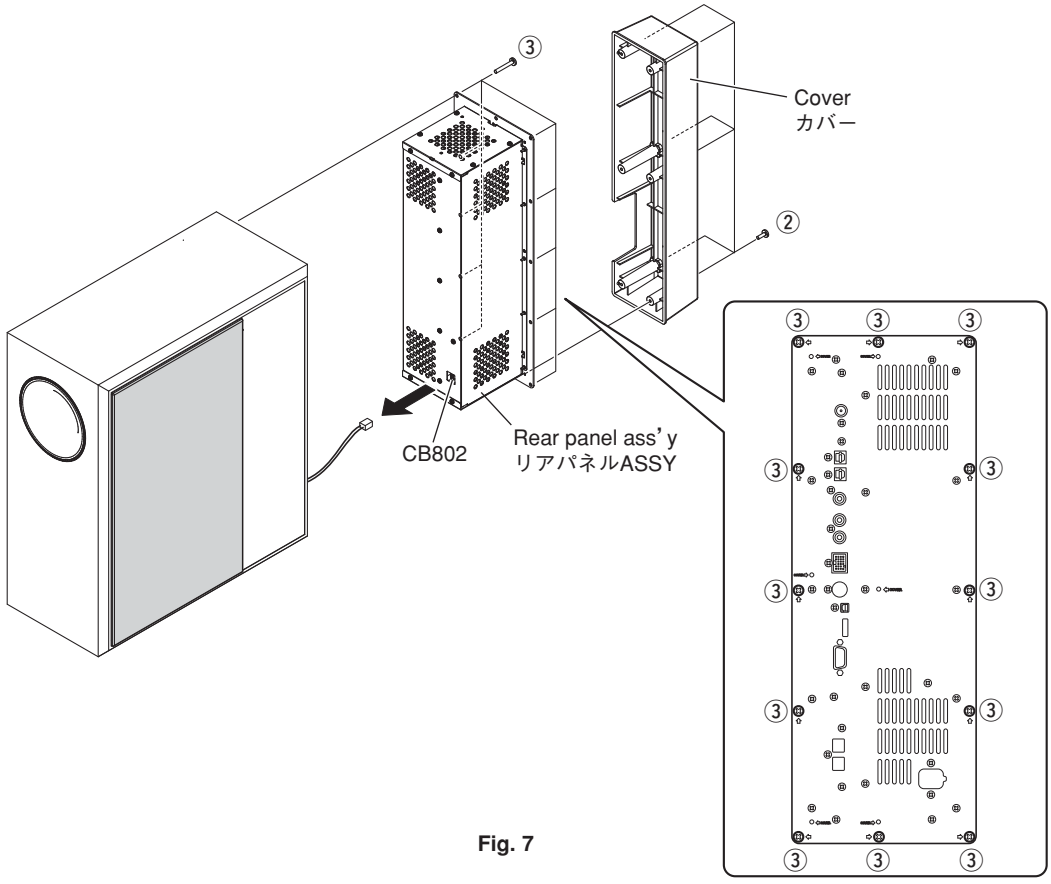

Fig. 7
a. Remove 6 screws (②). (Fig. 7)
*** Screws (②) are identified with arrow marks (COVER ⇒).**
b. Remove the cover. (Fig. 7)
a. ② のネジ 6 本を外します。 (Fig. 7)
* 取り外す ② のネジには矢印（COVER ⇒）が印刷されています。
b. カバーを取り外します。 (Fig. 7)
a. Remove 12 screws (③). (Fig. 7)
*** Screws (③) are identified with arrow marks (⇒).**
b. Pull out the rear panel ass'y. (Fig. 7)
c. Remove CB802. (Fig. 7)
d. Remove the rear panel ass'y. (Fig. 7)
a. ③ のネジ 12 本を外します。 (Fig. 7)
* 取り外す ③ のネジには矢印 (⇒) が印刷されています。
b. リアパネル ASSY を引き出します。（Fig. 7)
c. CB802 を外します。 (Fig. 7)
d. リアパネル ASSY を取り外します。 (Fig. 7)